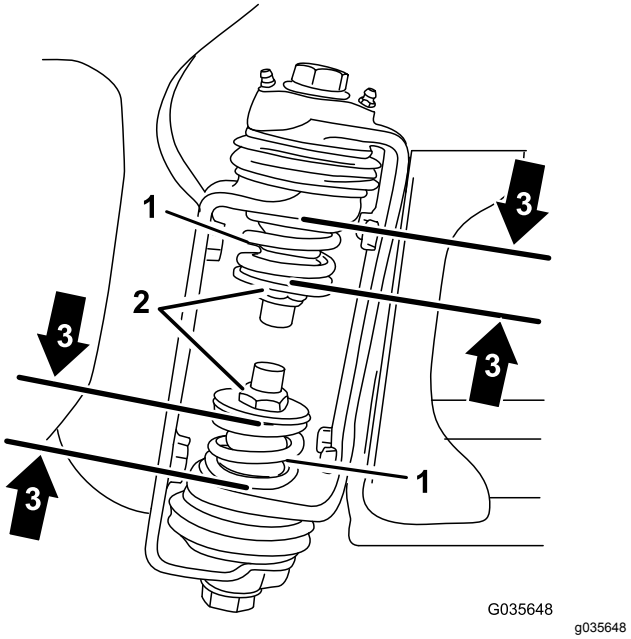

Figur 49
3. Ved seksjonshengselen måler du kompresjonen til øvre og nedre fjærer mens seksjonene er i utstrakt stilling (Figur 49).